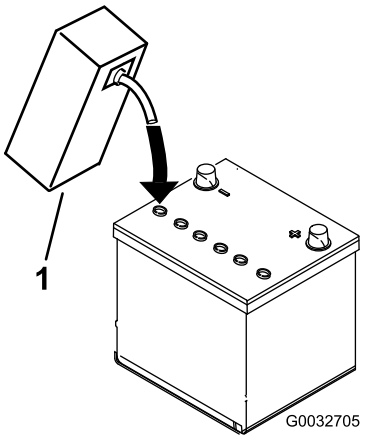

Figuur 7
3. Giet voorzichtig accuzuur in elke cel totdat de vloeistof ongeveer 6 mm boven de platen staat (Figuur 7).
4. Laat de platen ongeveer 20 tot 30 minuten weken in het accuzuur. Vul indien nodig bij totdat het accuzuur ongeveer 6 mm van de onderkant van de vulbuis staat (Figuur 7).